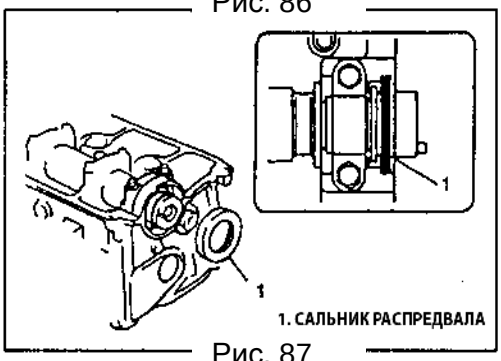

Рис. 87
9) Установите сальник распредвала (Рис. 87). Нанесите на рабочую поверхность сальника моторное масло и запрессуйте сальник до выравнивания поверхности сальника с поверхностью головки блока цилиндров